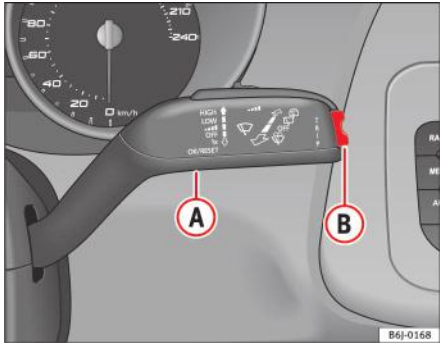

Fig. 32 Maneta ştergătoarelor şi a sistemului de spălare a parbrizului: butonul A şi comutatorul basculant B
Puteţi comuta între următoarele indicaţii ale afişajului multifuncţional (MFI) prin utilizarea comutatorului basculant ⇒ fig. 32 (B) de pe maneta pentru ştergătoarele de parbriz.